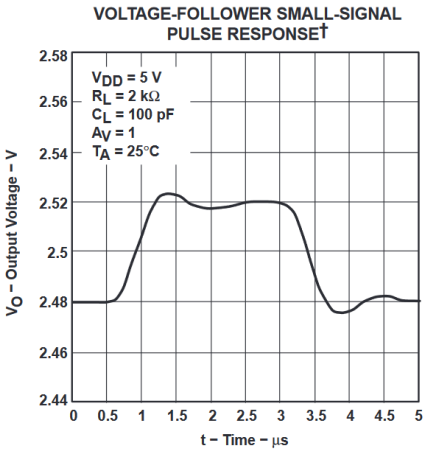

图 5-23.
- 负载以何为基准。当负载以任一电源轨为基准时，不会发生这种情况。仅当输出信号通过负载基准点摆动时才会发生失真。图 5-23 展示了两种 2kΩ 负载情况。第一种负载情况显示了当 2kΩ 负载连接到 2.5V 时出现的失真。图 5-23 中的第三种负载情况显示连接到 0V 的 2kΩ 负载没有失真。
- 负载电阻。随着负载电阻增加，输出端的失真会减少。图 5-23 显示了 2kΩ 负载和 100kΩ 负载（两者都连接到 2.5V）在输出端的差异。